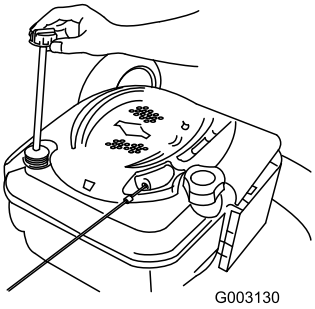

**Figuur 34**
2. Verwijder de peilstok (Figuur 34).